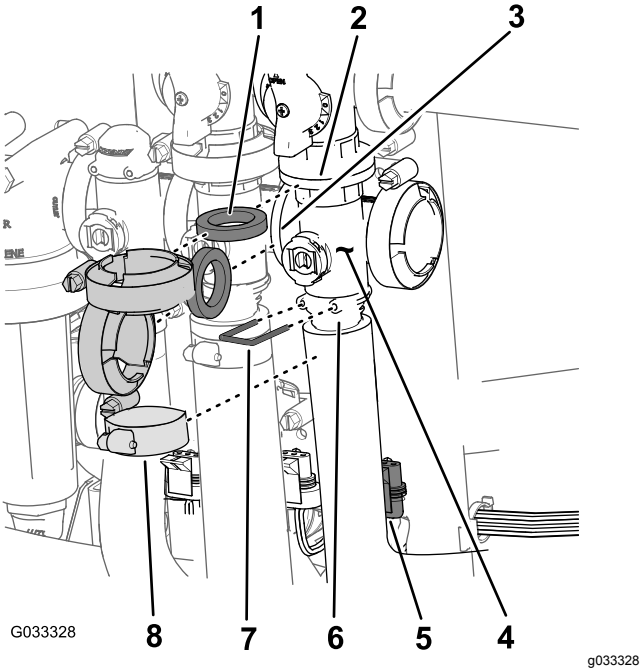

Figur 71
1. Fjern klemmene og pakningene som fester manifolden for hovedseksjonsventilen (Figur 71) til hovedseksjonsomløpsventilen, risteventilen og hovedseksjonsmanifoldventilen (på enden av slangen for strømningsmåleren).
2. Fjern holderen som fester utgangsnippelen til manifolden for hovedseksjonsventilen (Figur 71).